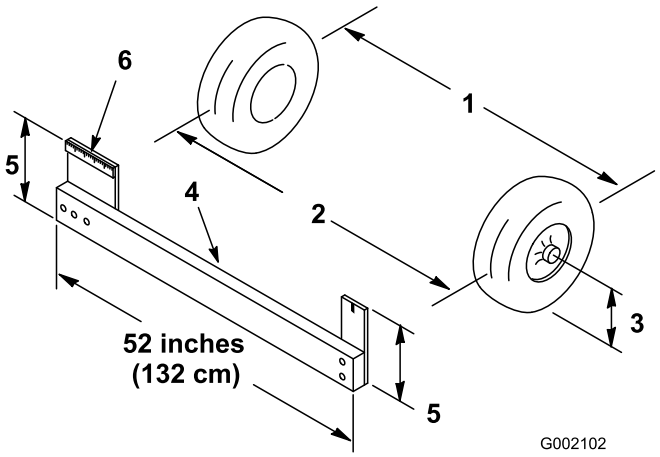

Figur 44
2. Mål afstanden mellem begge fordækkene ved akselhøjden ved både forsiden og bagsiden af fordækkene (Figur 44). Der skal bruges en opspændingsanordning eller en justeringsmåler til målingen bag på fordækkene ved akselhøjde. Brug den samme opspændingsanordning eller justeringsmåler til at foretage en præcis måling foran på fordækkene ved akselhøjde (Figur 44).